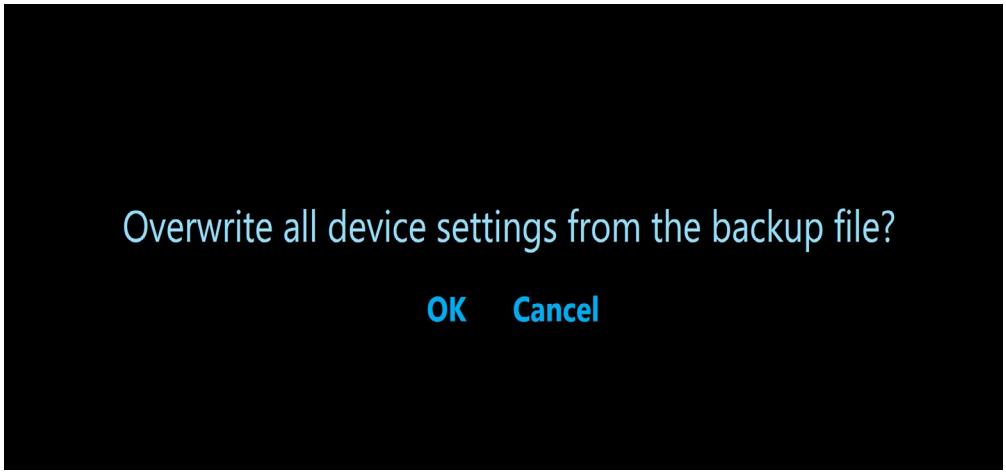

Figure 77. Overwrite Device Settings Confirmation Screen
5. The subsequent screen asks, “Overwrite all device settings from the backup file?”. Click “OK” to proceed. (Figure 77)